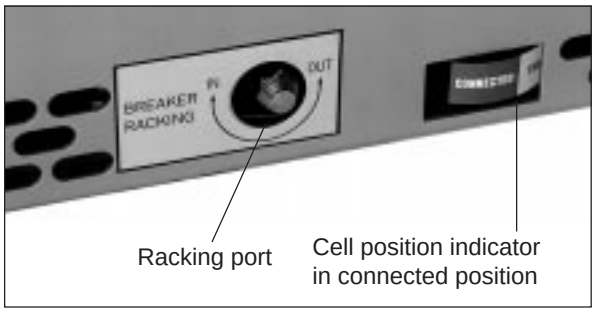

Figure 9: Racking port and cell position indicator
Circuit Breaker Position Indicator—An indicator beside the racking port (figure 5, item 5, page 10 and figures 9 and 10) shows if the circuit breaker is in test / disconnected, transport, or connected position. When the door is open, two arrows that line up with the front cover are visible on the left hand rail. They also indicate the position of the circuit breaker.
With the door closed, the position indicator (figure 9, page 13) shows if the circuit breaker is in the test / disconnected position, in transport, or in the connected position. With the door open, two arrows on the left hand rail show if the circuit breaker is in the test / disconnected position or in the connected position.